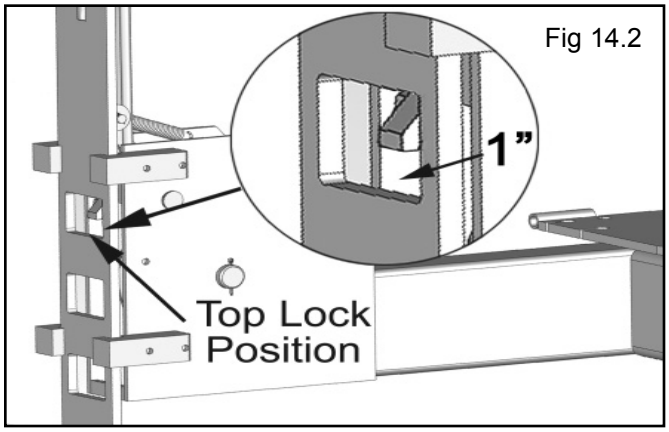

Fig 14.2
7. RAISE LIFT UNTIL THE CYLINDER BOTTOMS OUT AND THE LIFT STOPS. ADJUST EACH CABLE SO THAT EACH SAFETY LOCK RESTS AT ONE INCH ABOVE THE TOP SAFETY LOCK POSITION. It may be necessary to tighten or loosen each Cable to reach the proper height. The Cable Nuts MUST be tightened until there is at least one inch of threads protruding through the nut. (See Fig. 14.2)